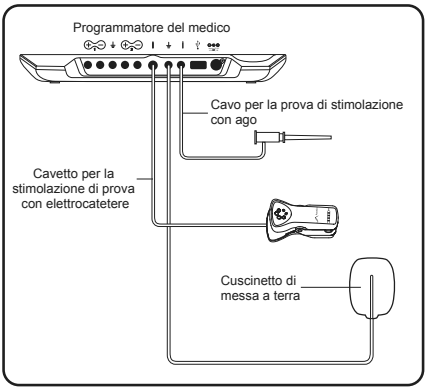

Figura 4. Collegamenti dei cavi al dispositivo di programmazione per il medico per la procedura di impianto dell'elettrocatetere.
e. Inserire lo spinotto nero nella messa a terra del CP (⏚) di fianco al cavo per la prova di stimolazione con ago (**Figura 4**).
7. Inserire lo spinotto nero del cavo per la stimolazione di prova con ago nel CP fuori dal campo sterile **(Figura 4**). Tenere l'estremità della clip del cavo nel campo sterile.
9. Inserire lo spinotto grigio del cavo per la stimolazione di prova dell'elettrocatetere nel CP fuori dal campo sterile (**Figura 4**). Tenere l'estremità della clip del cavo nel campo sterile.